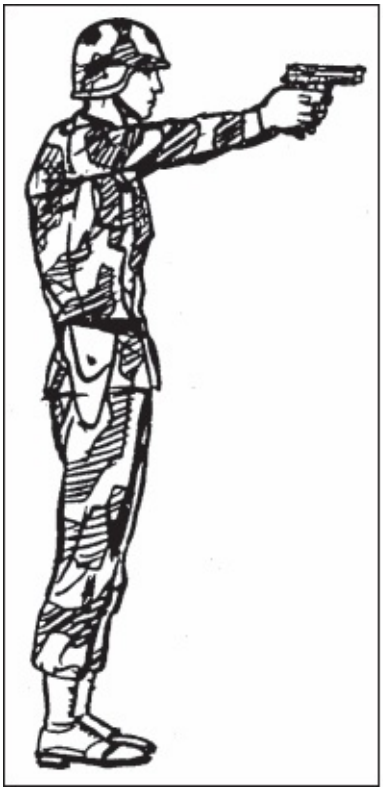

Figure 2-9. Standing position without support.
b. **Standing Position without Support**. Face the target (Figure 2-9). Place feet a comfortable distance apart, about shoulder width. Extend the firing arm and attain a two-hand grip. The wrist and elbow of the firing arm are locked and pointed toward target center. Keep the body straight with the shoulders slightly forward of the buttocks.